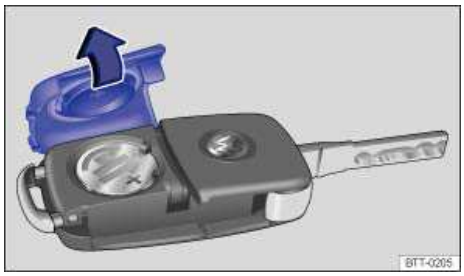

Fig. 25 Remote control vehicle key: Open battery compartment cover.
The battery is on the back of the remote control vehicle key under a cover ⇒ fig. 25.
- Remove the cover on the back of the remote control vehicle key ⇒ fig. 25 in the direction of the arrow ⇒ ⓘ.
- Position the cover as shown ⇒ fig. 25 and press it down (opposite to direction of the arrow) until you hear it click into place.